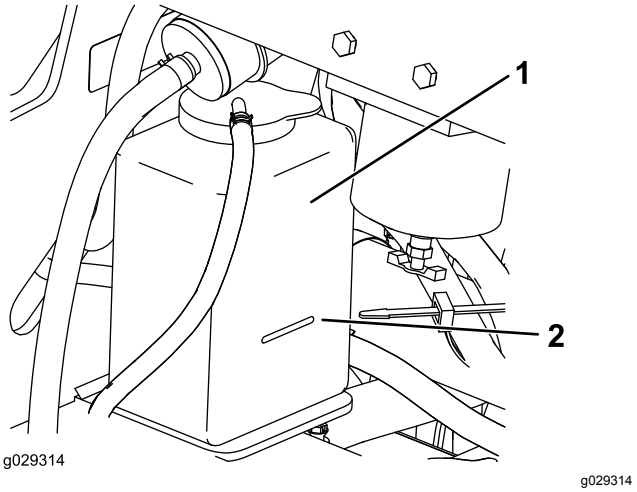

Rysunek 61
3. Należy sprawdzać poziom płynu w zbiorniku wyrównawczym (Rysunek 61).